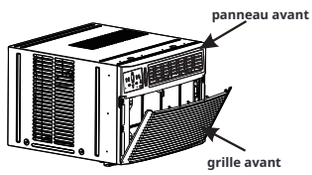

Fig.1
1. Tirez vers le bas la grille avant et retirez le filtre. (Voir Fig.1).